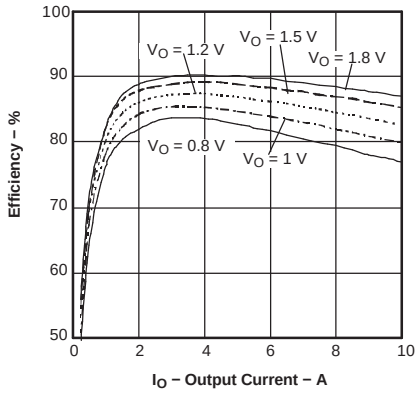
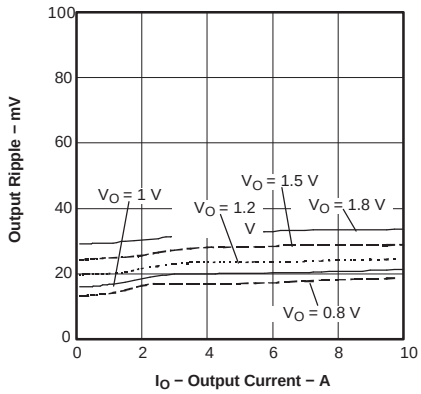
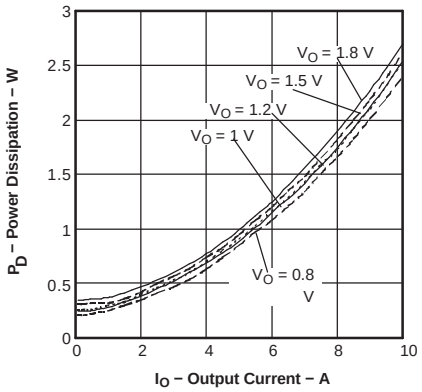

Figure 5.
Figure 6.
Figure 7.
(1) Characteristic data has been developed from actual products tested at 25°C. This data is considered typical data for the Converter. Applies to Figure 5, Figure 6, and Figure 7.